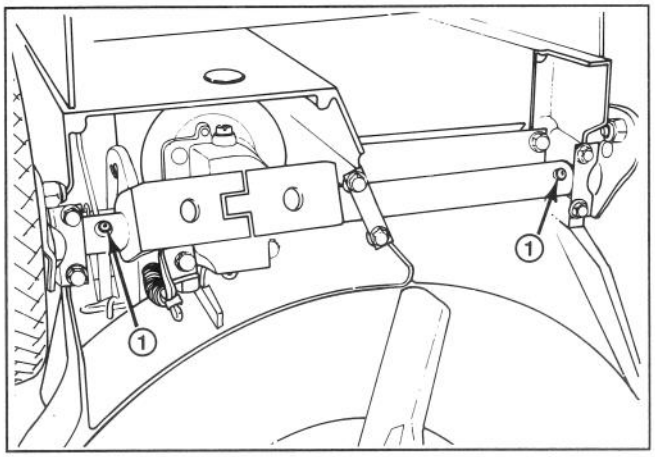

Figure 27
2. Tip the mower on its right side. Wipe grease fittings with clean rag (Fig. 27). Install grease gun onto fitting and gently apply two or three pumps of #2 Multi-Purpose Lithium Base Grease.